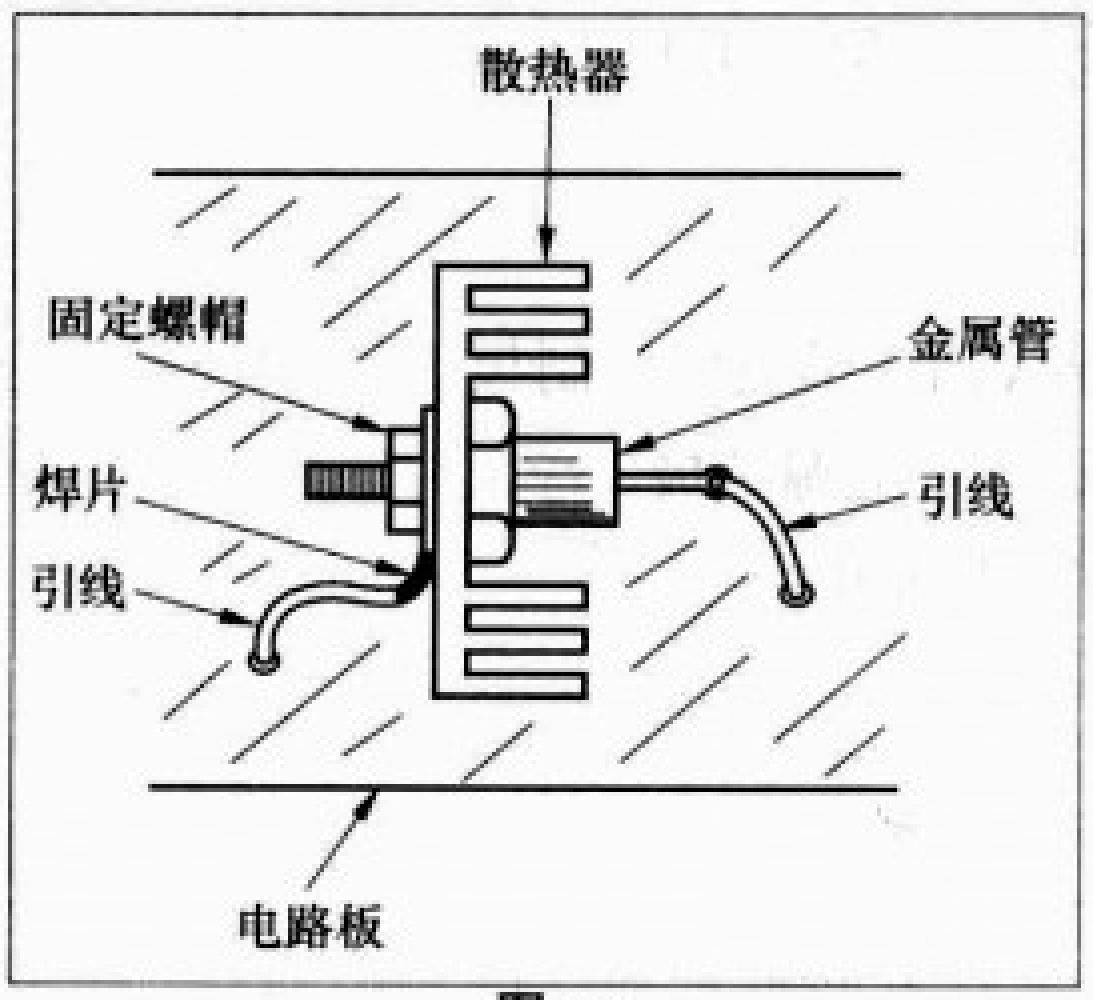
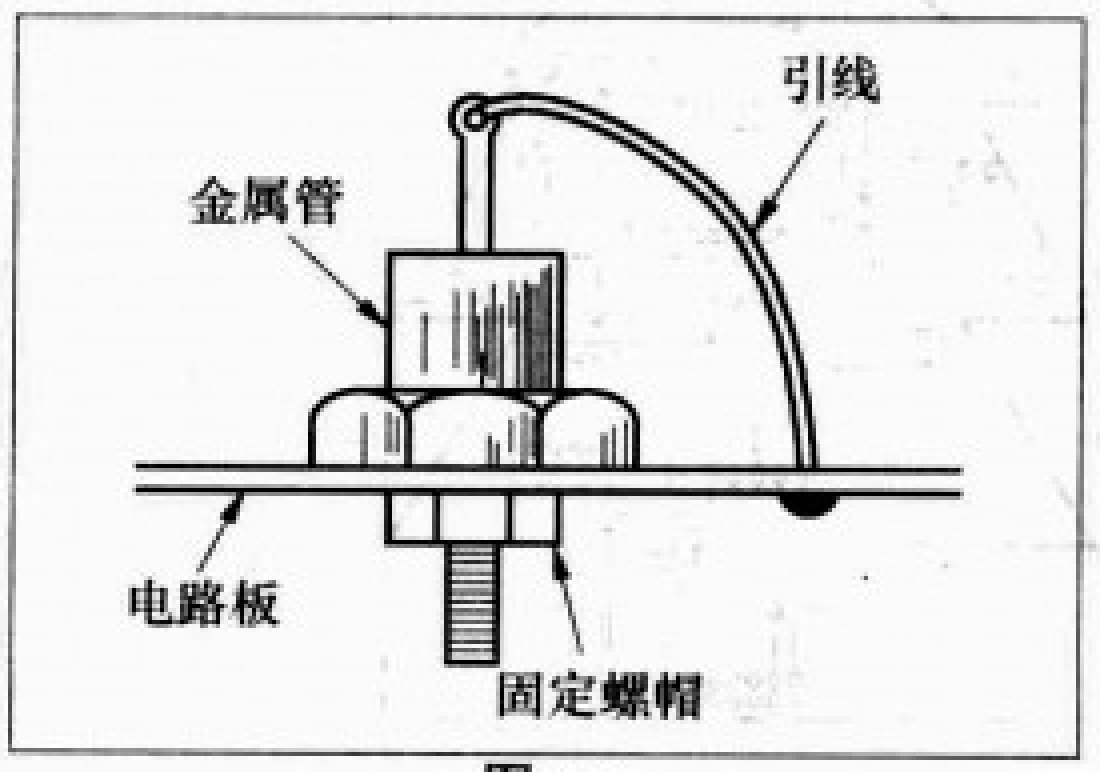

图30
图29
6.安装金属螺栓型半导体管时，应首先用螺帽将管子固定在电路板上，如图29所示，或固定在散热器上，如图30所示（俯视图），然后用导线将管子引脚接入电路。